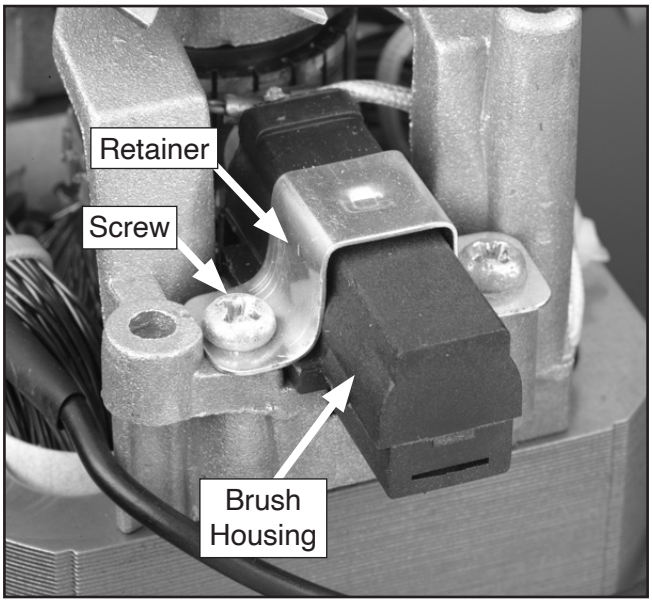

Figure 36. Retainer removal.
5. Remove (2) screws that secure each brush housing and remove retainers (see **Figure 36**).